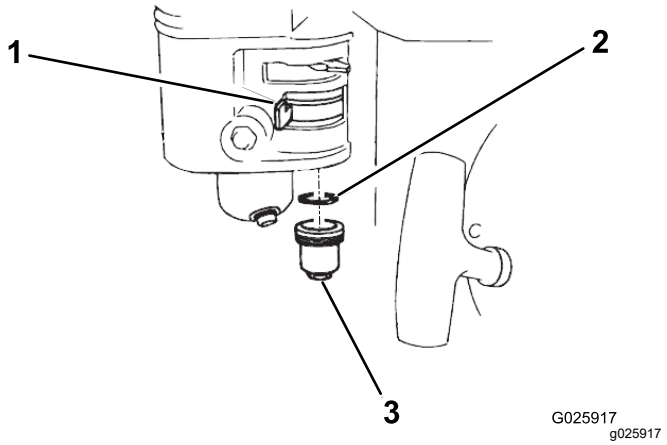

Rysunek 34
2. Ustaw zawór odcięcia paliwa w pozycji ZAMKNIĘTEJ (Rysunek 34).
3. Odkręć miskę osadową paliwa i pierścień o-ring (Rysunek 34).
6. Umieść pierścień uszczelniający typu O w zaworze odcięcia paliwa i zainstaluj miskę osadową (Rysunek 34). Dokładnie dokręć miskę.